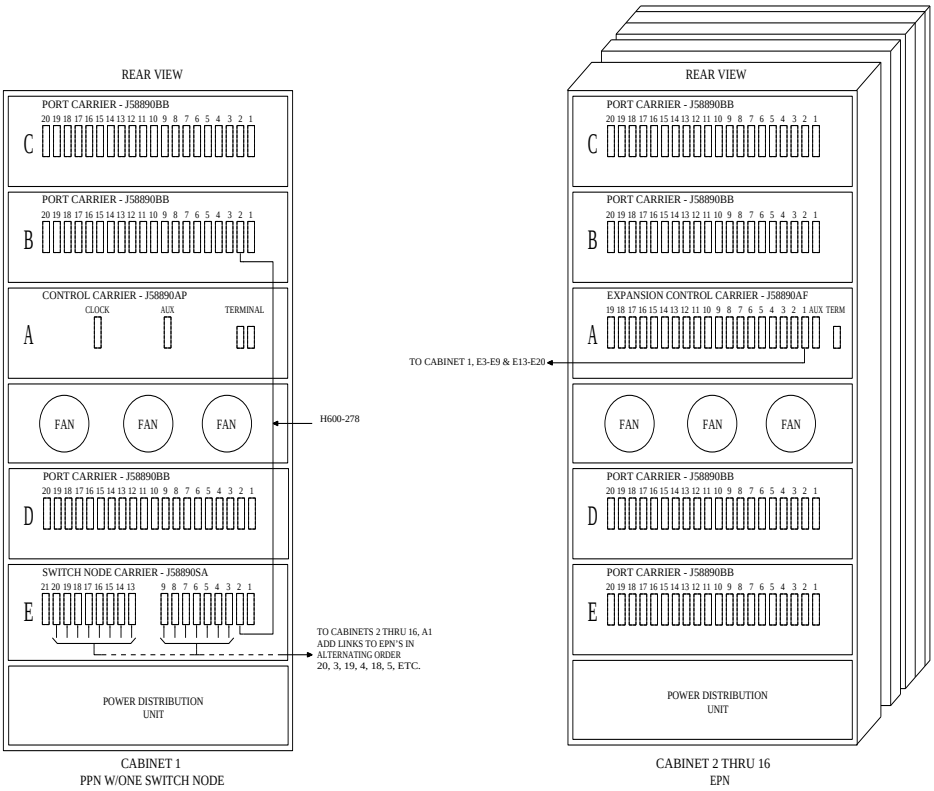

Figure 4-17. Fiber-Optic Connections through Center Stage Switch
1. Behind the PPN cabinet (see Figure 4-17):